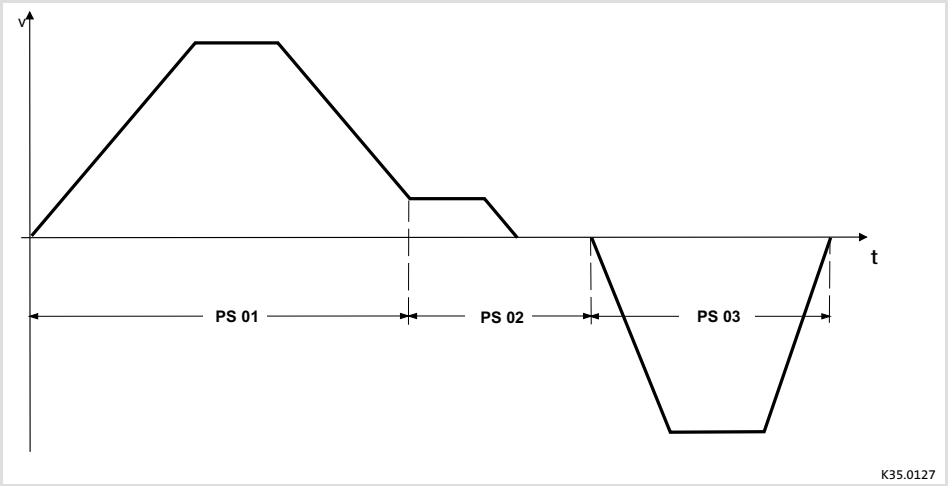
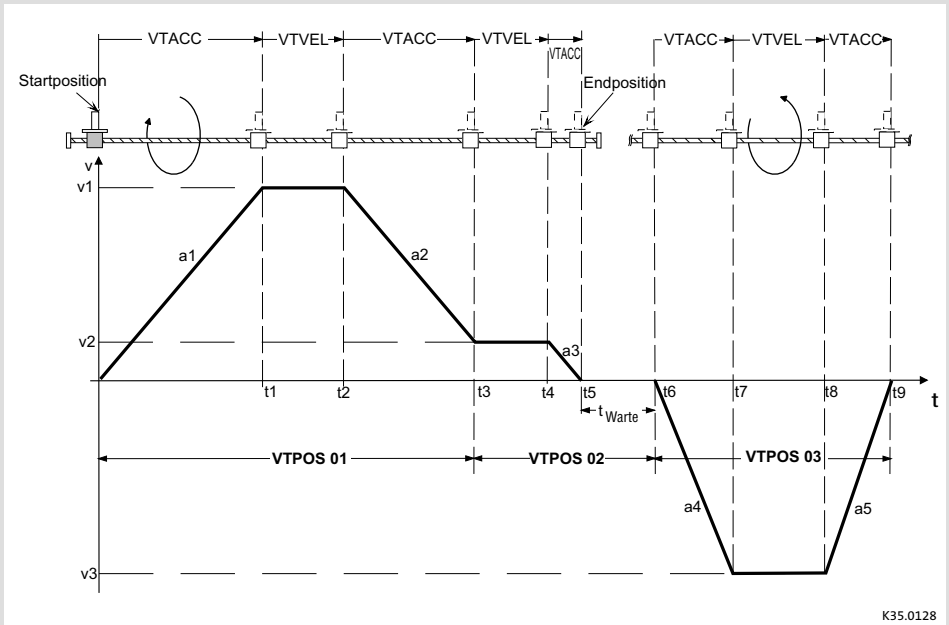

Fig. 6.11-2 Travel profile: Example of a point-to-point positioning
Fig. 6.11-3 Travel profile: Example of a point-to-point positioning with the PS required
PS01, PS02, PS03	For the travel profile in Fig. 6.11-2 three program sets (PS) are required for entering all parameters.
- ► Create a travel profile of your drive task, e.g. as shown in Fig. 6.11-2 or Fig. 6.11-3.
- ► The parameter data for the travel profile are saved in program sets (PS).